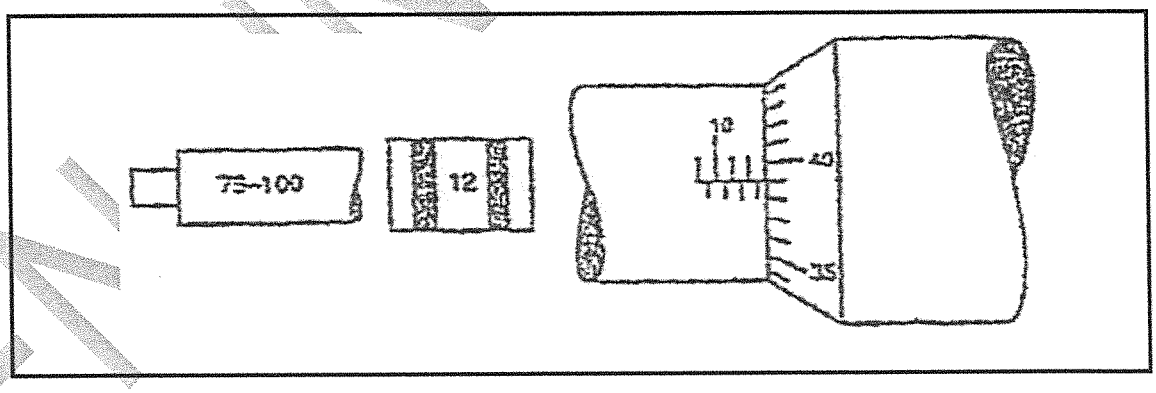

FIGURE 1
2.1 FIGURE 1 indicates a reading as seen on a metric inside micrometer.
2.1.1 Write the correct reading as seen in FIGURE 1.
2.1.2 Name the degree of accuracy of the measuring instrument in FIGURE 1.